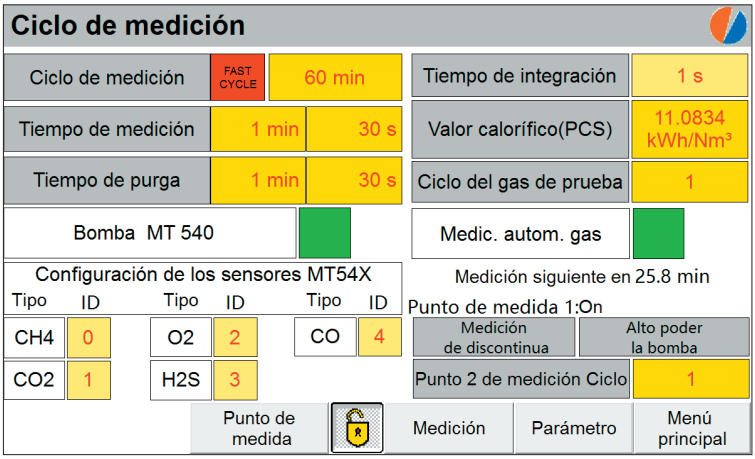

Fig. 28: Vista Ciclo de medición con medición automática del gas de comprobación activada
El tipo configurado de medición del gas de comprobación puede observarse en la vista **Ciclo de medición** (fig. 22 o fig. 28).
- La medición automática del gas de comprobación está activada (fig. 28)